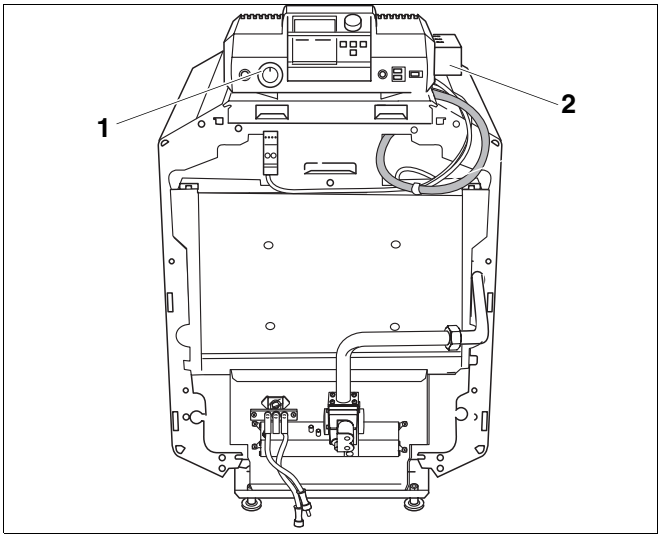

Rys. 24 Odłożenie gazowego automatu palnikowego
- Umieścić gazowy automat palnikowy (rys. 24, **poz. 2**) na kotle za sterownikiem (rys. 24, **poz. 1**).